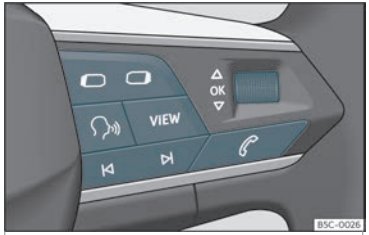

Abb. 56 Rechte Seite des Multifunktionslenkrads: Bedienelemente für die Menüs und Informationsanzeigen im Kombi-Instrument (ausstattungsabhängig).
Solange eine Warnung der Priorität 1 vorliegt,››› **Seite 76**, kann auf kein Menü zugegriffen werden. Einige Warnmeldungen können bestätigt und ausgeblendet werden über die Taste OK am Multifunktionslenkrad ››› **Abb. 56**.
- Falls eine Meldung oder das Fahrzeug-Piktogramm angezeigt wird, drücken Sie die Taste OK››› **Abb. 56**; ggf. mehrere Male.
- Zum Menüwechsel verwenden Sie die Tasten ◁ oder ▷››› **Abb. 56**. »
• Um das Menü oder die Informationsanzeige aufzurufen, die angezeigt wird, drücken Sie die Taste OK››› **Abb. 56** oder warten Sie einige Sekunden lang bis das Menü oder die Informationsanzeige automatisch geöffnet werden.
• Im angezeigten Menü, drehen Sie das rechte Rädchen am Multifunktionslenkrad ››› **Abb. 56** bis der gewünschte Menüpunkt markiert ist. Der Menüpunkt wird umrahmt dargestellt.
• Drücken Sie die Taste OK››› **Abb. 56** , um die gewünschten Änderungen vorzunehmen. Eine Markierung zeigt an, dass die entsprechende Funktion bzw. das System aktiviert sind.
Drücken Sie die Taste ⮌ oder ⮎ ››› **Abb. 56**.